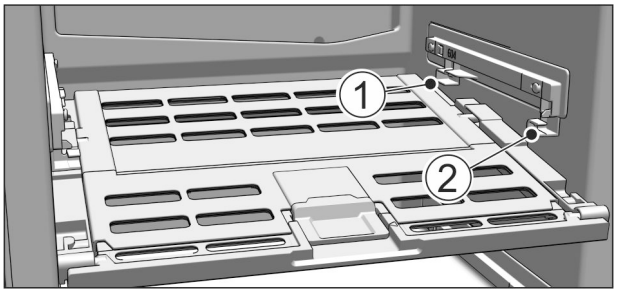

Fig. 51
▶ Colocar la tapa del cajón para conservación de frutas y verduras: introduzca los nervios de la tapa desde abajo en el soporte trasero *Fig. 51 (1)* y encájelos por delante en el soporte *Fig. 51 (2)*.